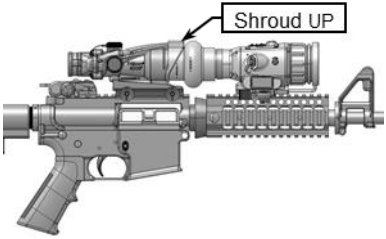
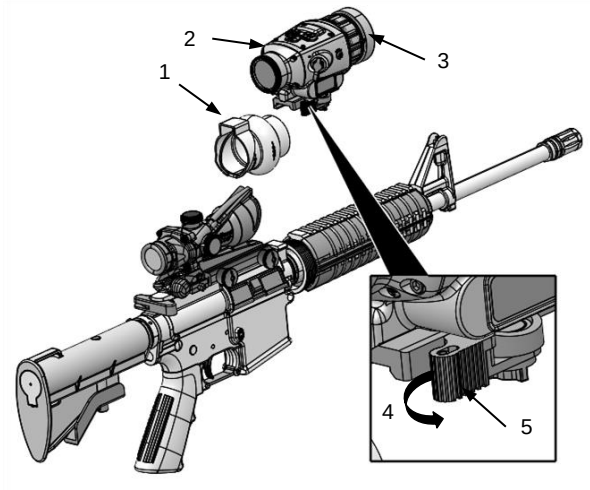

Figure 6. FWS-I Mounted In-Line with RCO.
Figure 8. Mounting/Removal of FWS-I on M4/M16A4 (Clip-On).
Mounting FWS-I with Shroud on M4/M16A4 (Clip-On) (Figures 6 and 7)
4. Slide Shroud onto the FWS-I eyepiece assembly as depicted in Figures 6 and 7. Square opening should face to the rear.
Figures 6 and 7 show the proper installation of the Shroud.
5. Install the FWS-I (2) on weapon rail. (Figure 8).
a. Unlock the FWS-I Rail Grabber slide lock (5) and move lever 90° (4) to the open position.
b. Position the FWS-I over the weapon rail to identify the slot that will provide the best mounting location for the FWS-I (2). The best mounting location will ensure that the Shroud (1) is inserted as far as possible into the Objective Lens of the CCO/RCO without collapsing the Shroud. See Figures 6 and 7 for proper orientation of Shroud.
d. While applying forward pressure on the FWS-I (2), move the Rail Grabber lever 90° (4) to the closed position (lever arm to rear). Adjust tension, if required (See Rail Grabber/Rail Mount Riser Adjustment WP 0012) and repeat this step.
Removing FWS-I and Shroud from M4/M16A4 (Clip-On) (Figure 8)